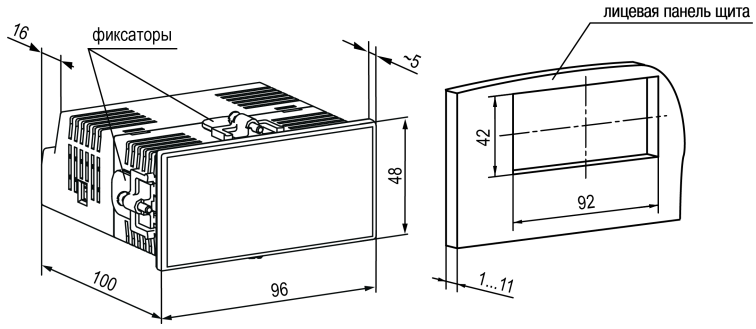

Рисунок 4.5 – Габаритные размеры корпуса Щ2 и монтажного отверстия в щите
1. Подготовить на щите управления монтажный вырез для установки прибора (см. рисунок 4.5).